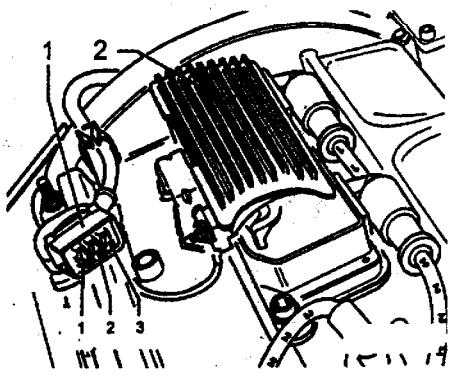

图 2－8
(2) 燃油喷射及点火系统的线路以及测试仪线束，必须在点火开关关闭时连接或断开。
(3) 发动机以起动转速被驱动或者正被起动，如果检查压缩压力，应将功率终端极的插头拔下，如图 2－8 所示。